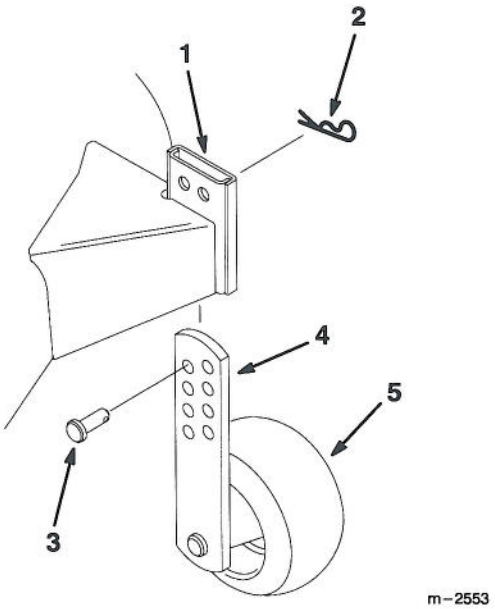

Figure 12
1. Pull the hairpin cotter out of the clevis pin and remove the clevis pin from the gauge wheel plate and mounting bracket (Fig. 12).
2. Reposition the gauge wheel so it's approximately 1/4" to 3/8" (6 to 10 mm) above the ground, then insert the clevis pin through the gauge wheel plate and mounting bracket (Fig. 12).
3. Reinstall the hairpin cotter into the clevis pin (Fig. 12).